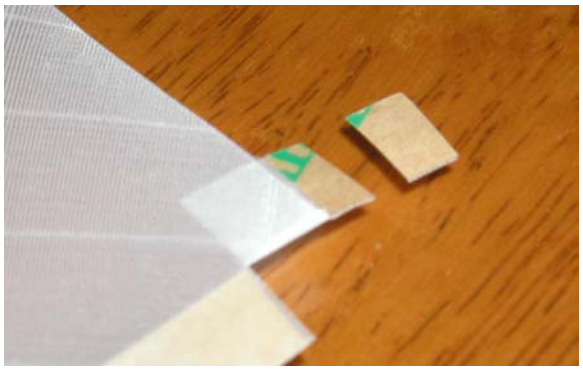

Figure 20: The tab cut in half, leaving a small piece of adhesive backed fabric.
23. Cut the tab in half, so you are left with a tiny piece of adhesive backed fabric. See Figure 20.